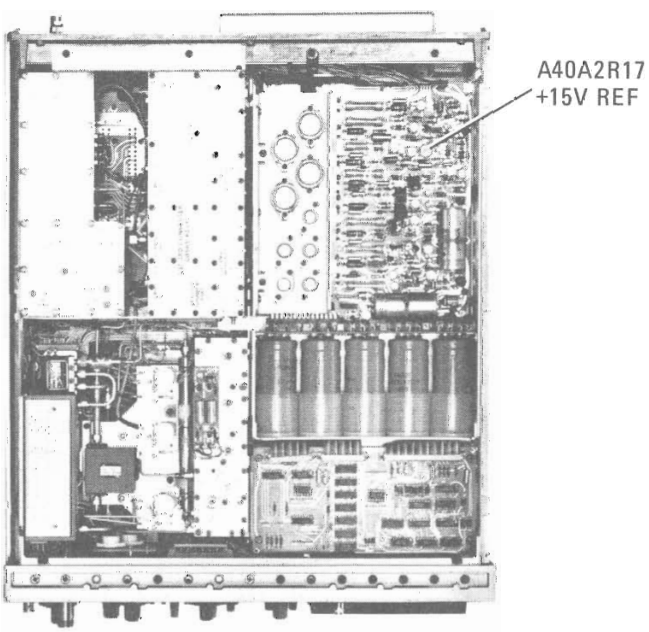

Figure 5-2. A40A2 Adjustment Location
c. Adjust +15V REF A40A2R17 for +15.00 Vdc ±0.005 Vdc (Figure 5-2).